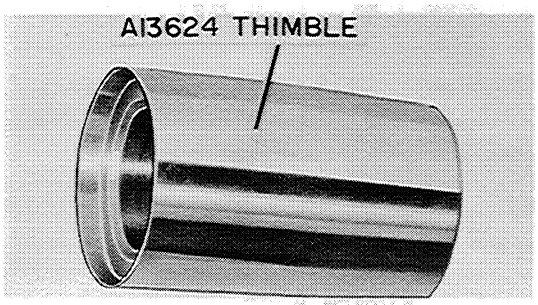

Figure A-40
1. Place the tilt cylinder in a bench vise and put the A13623 thimble over the threaded end of the piston rod, Figure A-40 and A-41. The A-13623 thimble can be purchased from your Case Branch.